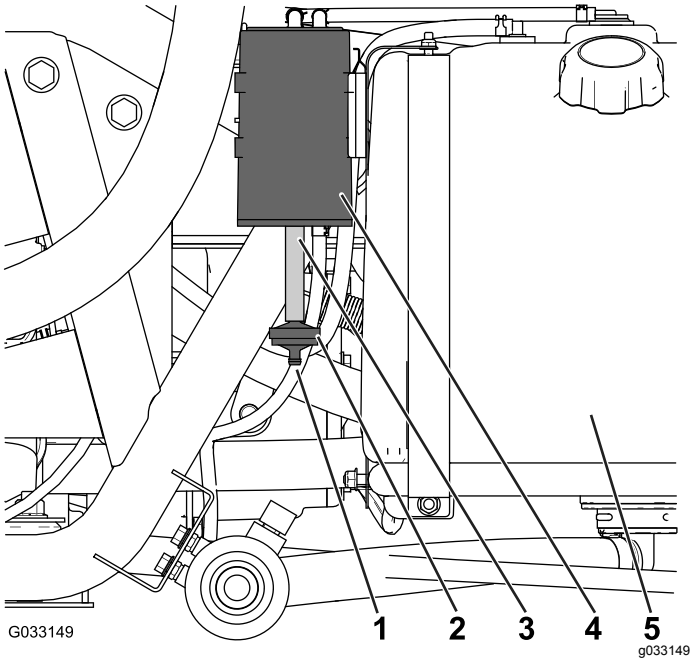

Figur 42
Kontrollera öppningen längst ned på kolkanisterns luftfilter och se till att den är ren och fri från skräp och blockeringar (Figur 42).
1. Ta bort kolkanisterfiltrets koppling med hullingar från slangen längst ned i kolkanistern, och ta bort filtret (Figur 42).